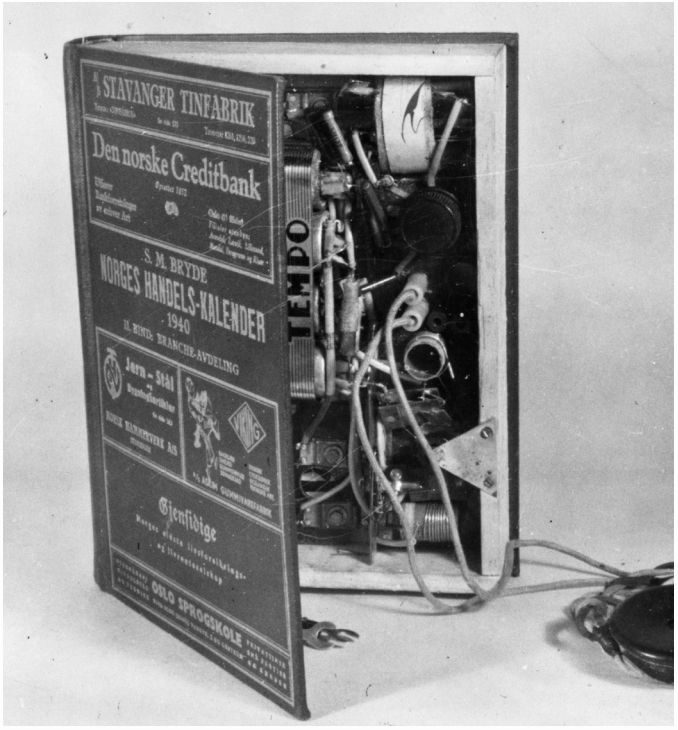

Fig. 1. Handelskalender.
1. HANDELSKALENDER. Hvem ville mistenke dette prosaiske eksemplar av Norges Handelskalender for å være «illegal»? Vanligvis sto kalenderen pent på plass i bokhyllen, men når tiden for de norske nyheter fra London nærmet seg, viste handelskalenderen sitt rette innhold, hvilket var en batteridrevet 4-rørs kortbølgemottaker. (Fig. 1.)